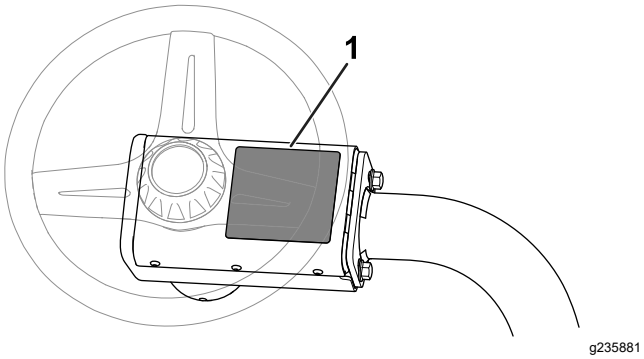

**Figuur 13**
- Breng de CE-waarschuwingssticker (onderdeelnummer 136-8505) aan over de aanwezige waarschuwingssticker (onderdeelnummer 136-8506); zie Figuur 13.